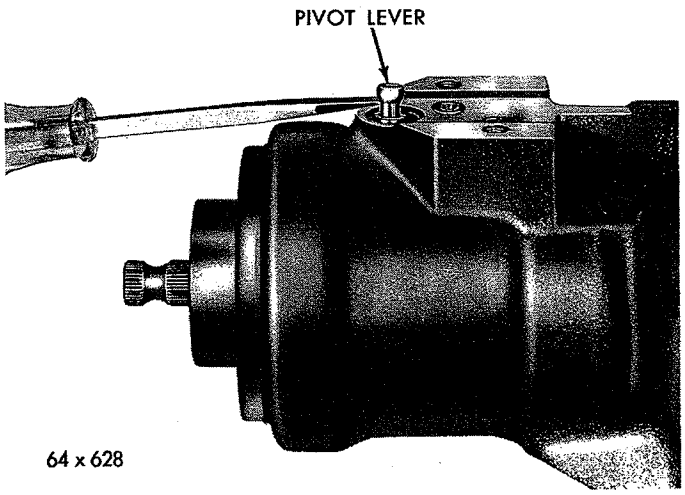
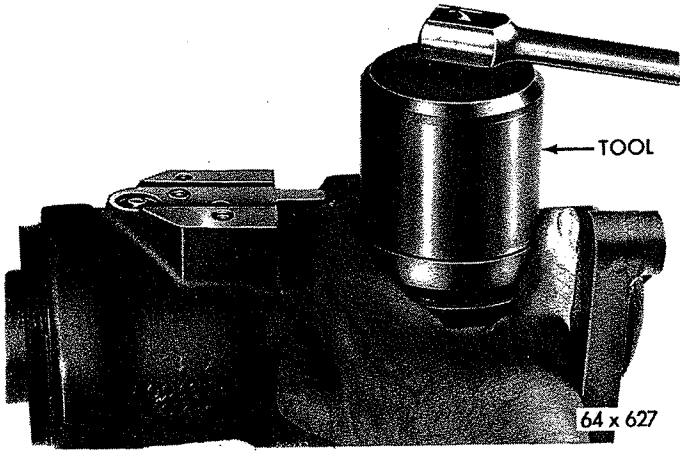

*Fig. 9—Remove Pivot Lever*
*Fig. 10—Removing Gear Shaft Cover Retaining Nut*
(3) Remove pivot lever and spring. Pry under spherical head with a screw driver (Fig. 9).
(4) Remove gear shaft grease retainer and oil seal as outlined in "Gear Shaft Oil Seal Replacement."
(5) Loosen gear shaft adjusting screw locknut and remove gear shaft cover spanner nut with Tool C-3633 (Fig. 10).